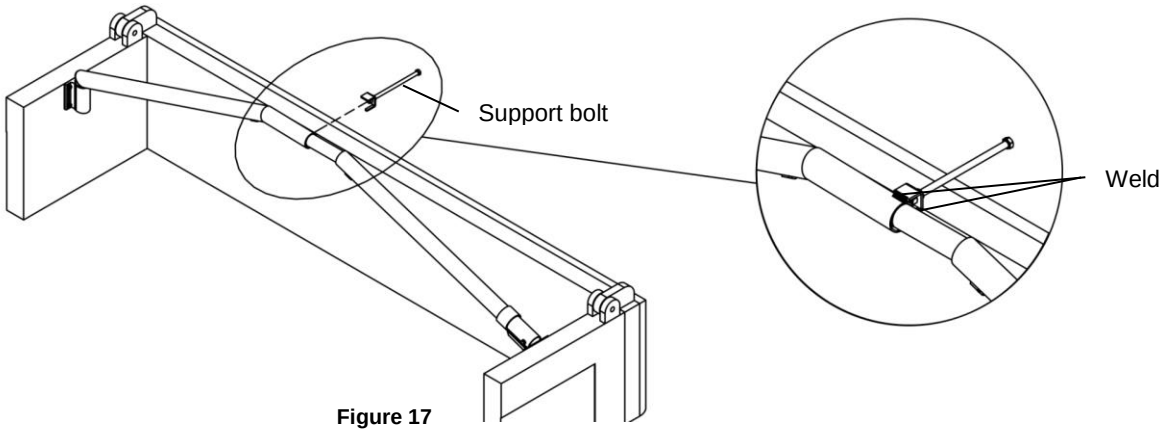

Figure 17
10. **Figure 17.** Weld the support bolt at the center of the rear cross-bow and make sure it is perfectly horizontal.